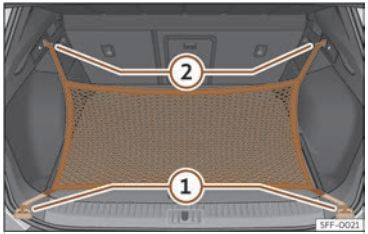

Fig. 195 In the luggage compartment: rings ① and hooks ② for attaching the net bag.
- Secure the short net hooks to the fastening rings ››› **Fig. 195** ① ››› ⚠. The bag zip should be facing upwards.
- Secure the straps in the bag hooks ②.